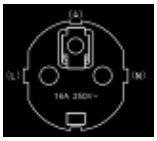

Abbildung 8: Illustration der am Stecker auszuführenden Anschlüsse.
- Öffnen Sie den Stecker und schließen Sie die Stromversorgungsleiter der Wärmepumpe an die Klemmen an. Stellen Sie sicher, dass die elektrischen Anschlüsse wie auf der folgenden Abbildung 8 gezeigt vorgenommen werden. Bezeichnung der Klemmen: